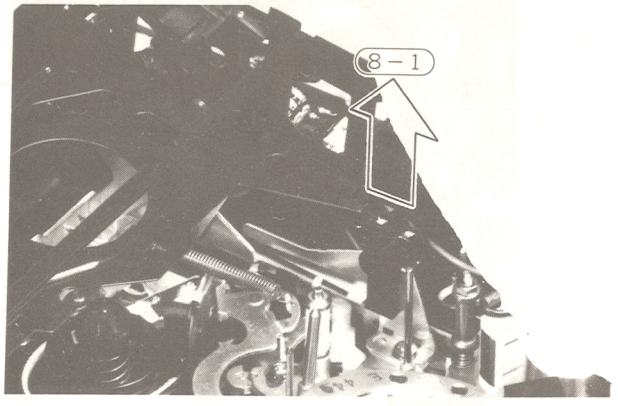

Fig. 25 End Sensors
**8. Supply and take-up end sensors (Fig. 25)**